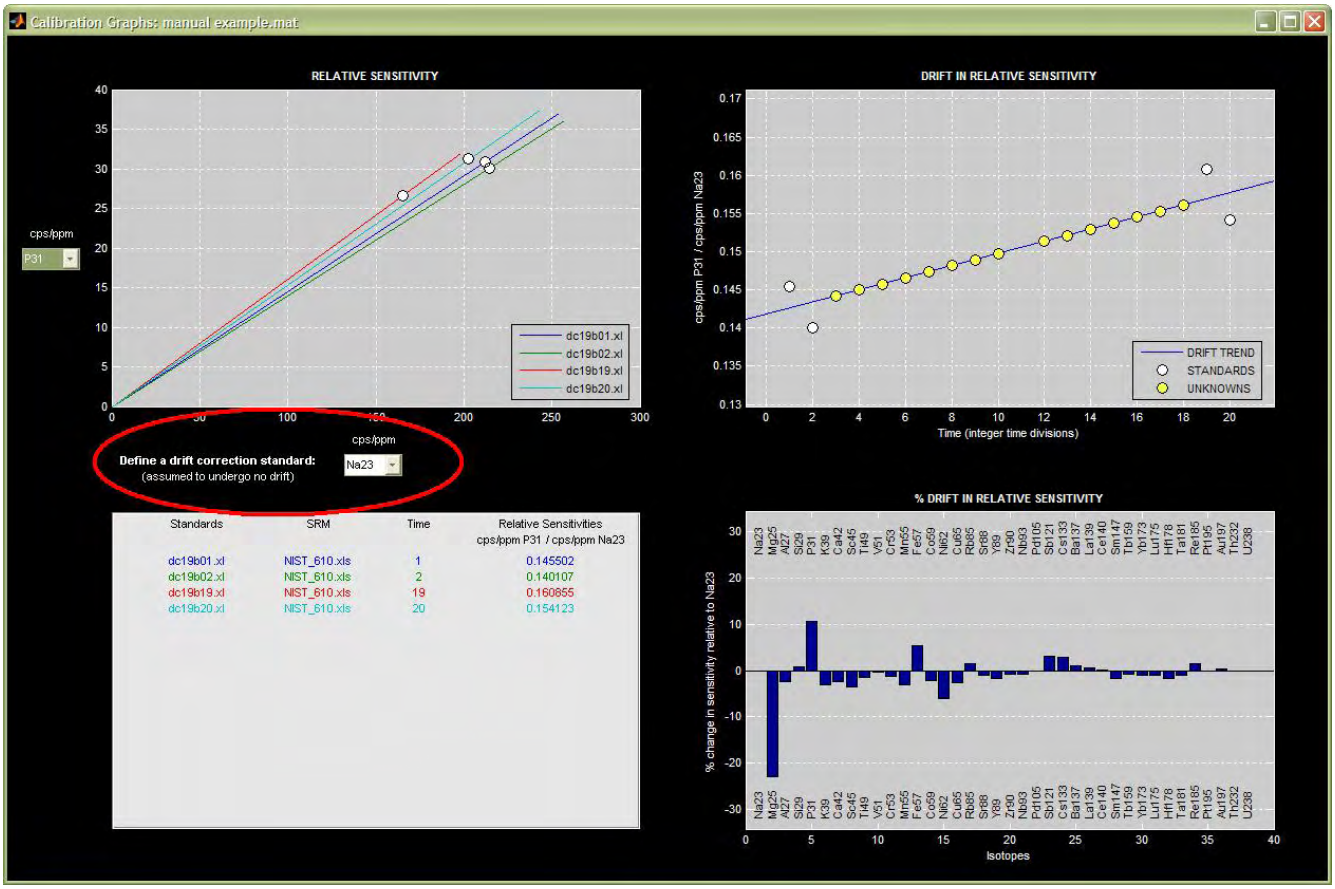

Fig. 21: Calibration Graphs window
1. Click on *Calibration* → *Show Drift*. A window such as the following(Fig. 21) will appear: